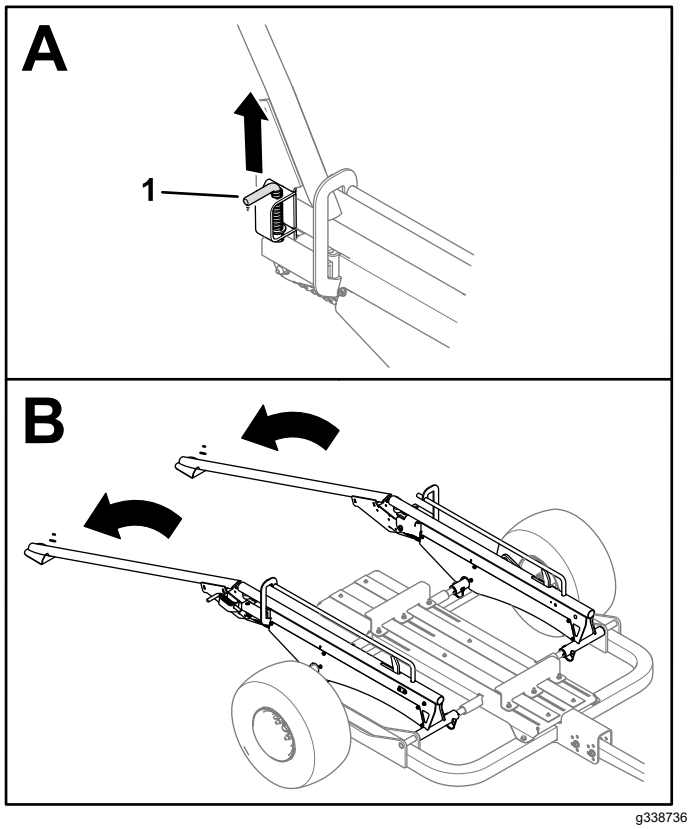

**Figuur 28**
2. Trek aan weerszijden van de aanhangwagen aan de vergrendelpennen om de rails of oprijplaten los te maken, en laat ze neer op de grond (Figuur 28).